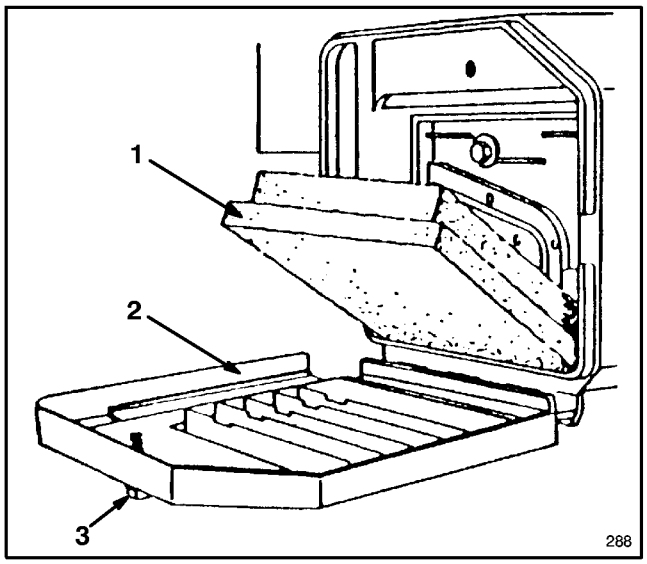

Abbildung 16
2. Den Knopf, der den Luftfilterdeckel am Motor festhält, drehen, bis sich der Deckel entfernen läßt (Abb. 16).
3. Falls das Schaumstoffelement verschmutzt ist, dieses aus dem Luftfilter herausnehmen (Abb. 16). Sorgfältig reinigen.